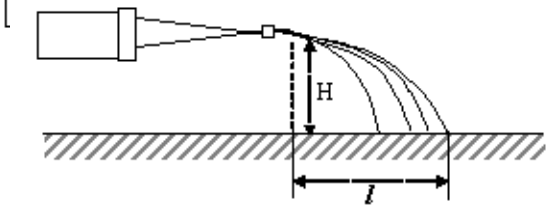

Рис.10
14. Струя воды с площадью S_1 поперечного сечения, равной $4\ см^2$, вытекает в горизонтальном направлении из брандспойта, расположенного на высоте $H = 2м$ над поверхностью Земли, и падает на эту поверхность на расстоянии $l = 8м$ (рис.10).Пренебрегая сопротивлением воздуха движению воды, найти избыточное давление p воды в рукаве, если площадь S_2 поперечного сечения рукава равна $50\ см^2$?